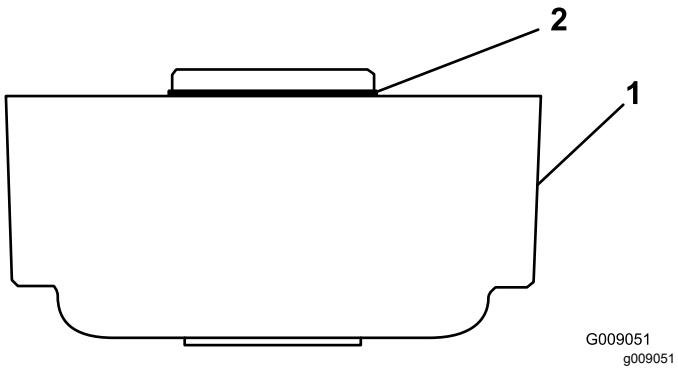

Figure 4
1. Ensure that the O-ring is installed on the roller-brush housing (Figure 4).